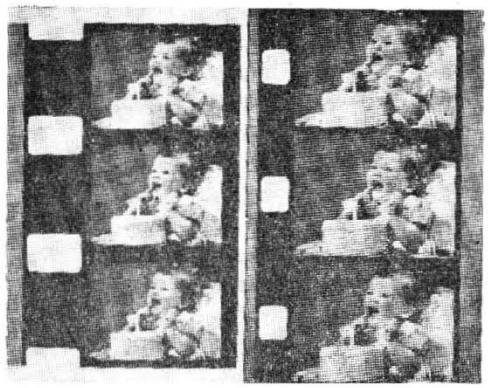

FIG. 2. — *Dimensions comparées des surfaces d'images du film 8 mm classique et du super 8*
**Au point de vue sonore également,** les avantages sont donc importants ; ils s'appliquent, non seulement aux films avec enregistrement sonore d'amateur, mais, surtout, aux films édités industriellement, et sur lesquels la sonorisation est assurée par retraduction à partir d'une bande originale. Cependant, la piste de 0,8 mm seulement existant déjà sur le film habituel n'a pas été élargie, et elle est simplement déplacée (fig. 2).